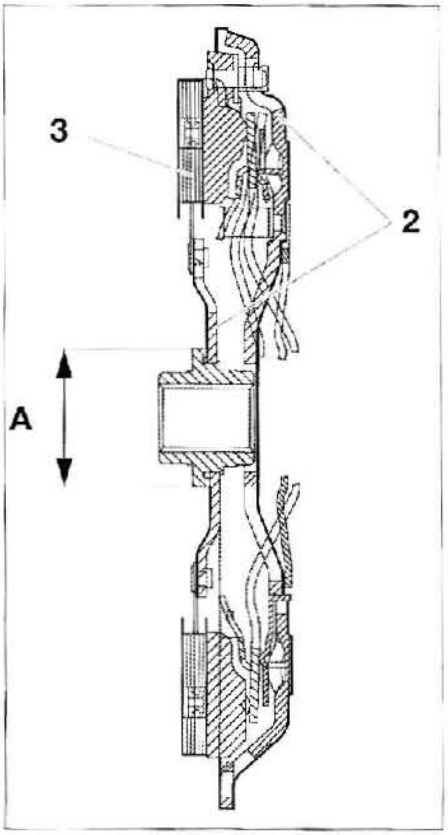
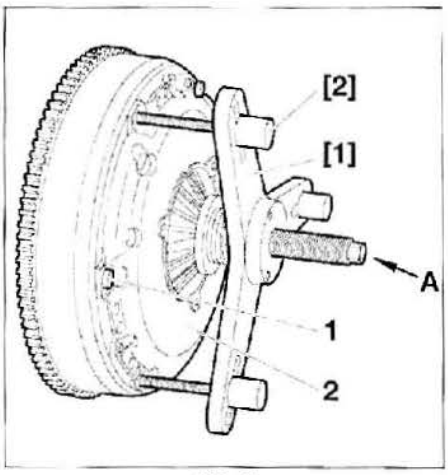

FIG. 3
FIG. 4
• Colocar el disco de embrague (3).
Disponer el diámetro mayor (A) del cubo del disco de embrague lado volante motor (fig. 3).
• Centrar el disco de embrague (3) con el eje guía de centrado de embrague ref. 0217.C1.
• Montar el mecanismo de embrague (2) **(fig. 4)**.
• Poner los útiles [1] (compresor de mecanismo de embrague ref. 0217. A) y [2] (varilla de sujeción ø 8 mm ref. 0217.B2) en el mecanismo de embrague.
• Atornillar las 3 varillas de sujeción [2] en lugar de los tornillos (1).
• Apretar el tornillo "A" del útil [1] para comprimir el mecanismo de embrague (2).
• Montar los tornillos (1) y apretarlos a 2 ± 0,2 daNm.
• Aflojar el tornillo "A" del útil [1] algunas vueltas para destensar el mecanismo de embrague (2).
• Colocar los tornillos (1) restantes.
• Apretar los tornillos (1) a 2 ± 0,2 daNm.
- montar el mecanismo de embrague (2) sin el disco de embrague (3).
- poner los útiles [1] y [2] en el mecanismo de embrague **(fig. 4)**.
- atornillar las 3 varillas de sujeción [2] en lugar de los tornillos (1).
- atornillar el tornillo "A" del útil [1] para comprimir el mecanismo de embrague (2).